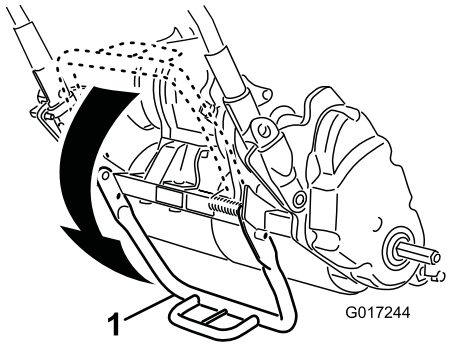

**Rysunek 18**
1. Naciskając nogą środek podpórki przekręć ją w dół i pociągnij wspornik uchwytu w górę, aż podpórka obróci się do przodu i znajdzie się nad środkiem maszyny (Rysunek 18).